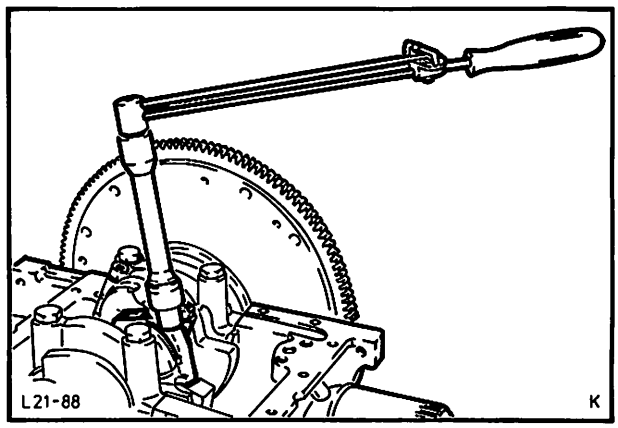

Abb. 121 Pleuelmuttern mit vorgeschriebenem Drehmoment festdrehen
53. Pleuel – Lagerdeckel komplett mit eingeölten Lagerschalen aufstecken. Pleuelmuttern mit vorgeschriebenem Drehmoment festdrehen, Abb. 121.